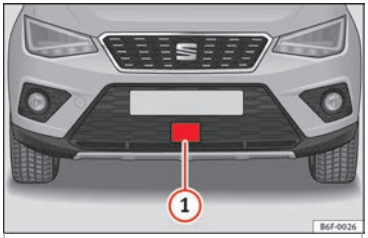

Rys. 195 Na przednim zderzaku: czujnik radarowy.
Należy zatrzymać samochód, wyłączyć silnik i uruchomić go ponownie. Obejrzeć czujnik radarowy ››› **rys. 195** (pod kątem zabrudzenia, oblodzenia lub uszkodzeń mechanicznych). Jeśli ACC nadal nie działa, skontaktować się z serwisem w celu kontroli systemu.
Czujnik radarowy umieszczony w przednim zderzaku ocenia sytuację na drodze ››› **rys. 195 (1)**.
Taki komunikat otrzyma kierowca jeśli pole widzenia czujnika radarowego zostanie zakłócone przez np. liście, śnieg, gęstą mgłę lub brud. Należy wówczas oczyścić czujnik ››› rys. 195.